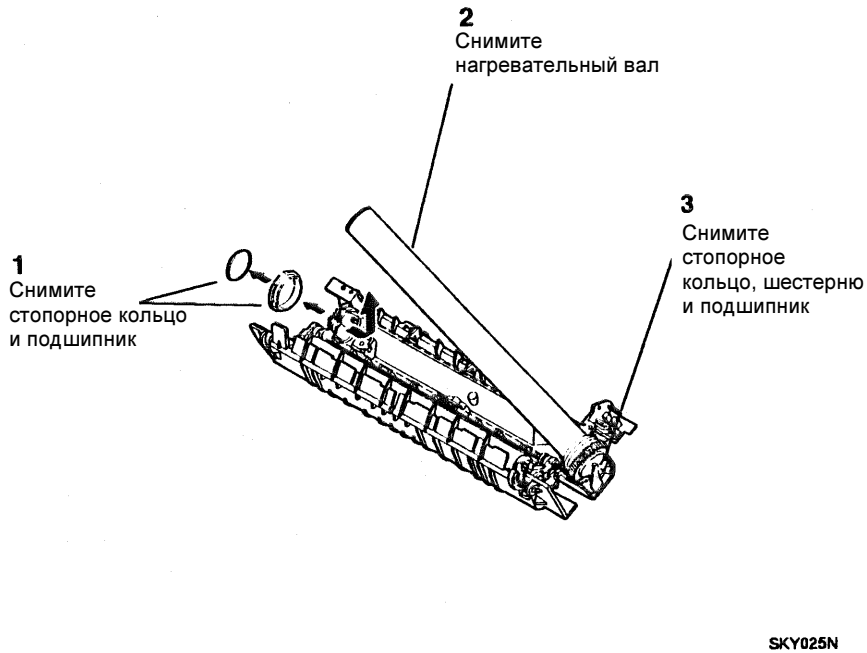

Рисунок 2. Снятие нагревательного вала
7. (Рисунок 2): Снимите нагревательный вал.